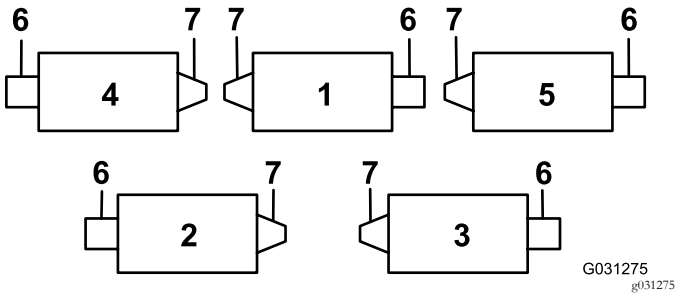
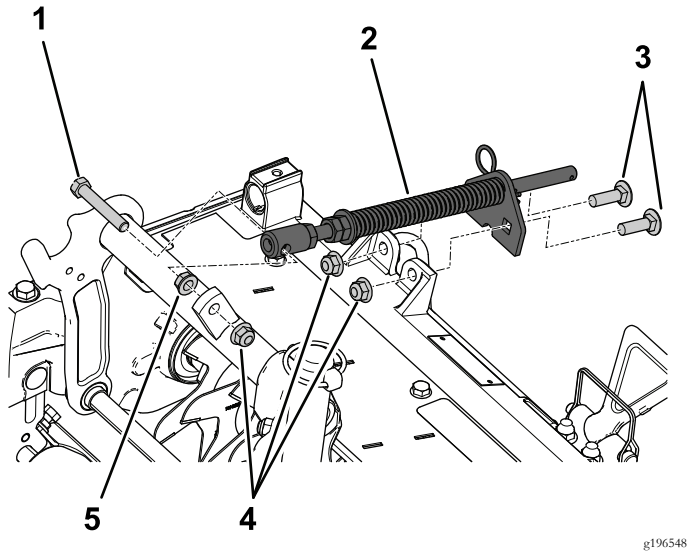

Bild 5
Bild 8
Der Schmiernippel muss an der Spindelmotorseite des Vertikutierers angebracht werden. Ermitteln Sie mit dem folgenden Diagramm die Position jedes Spindelmotors (Bild 5).
3. Verlagern Sie für Vertikutierer 2 und Vertikutierer 4 (Bild 5) den Endballast zur anderen Seite der Schneideinheit.
Befestigen Sie die Rasenkompensierungsfeder an derselben Seite wie der Spindelmotor (Bild 5 und Bild 8).